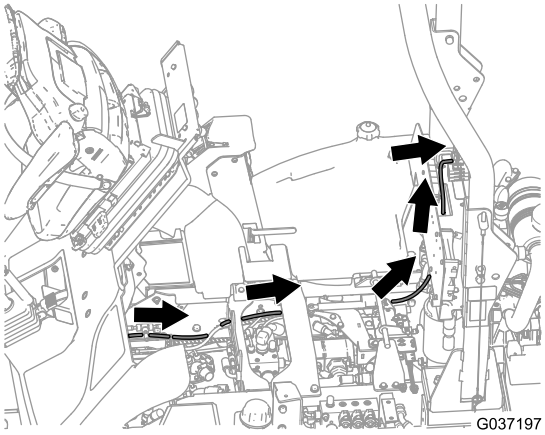

Figura 32
6. Disponete il filo attorno al perno di articolazione della piattaforma e indietro nella zona del portafusibili (Figura 32).